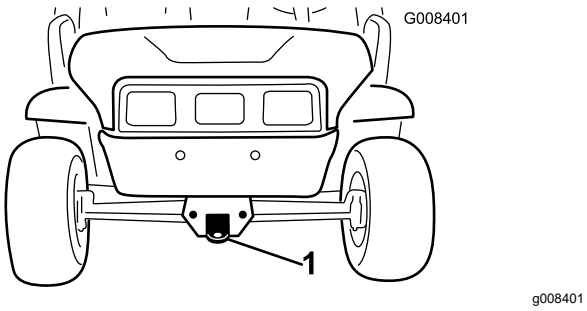
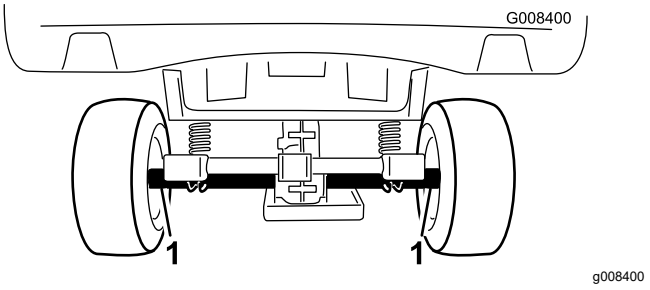

Figur 18
Figur 19
Se Figur 18 og Figur 19 for informasjon om festepunktene på maskinen.
2. Fest et tau til koblingen på frontrammen (Figur 18).